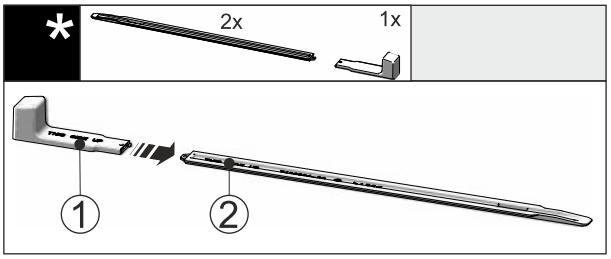

Fig. 54
- ▶ Attach the installation handle *Fig. 54 (1)* to the levelling rail *Fig. 54 (2)*.